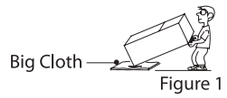

Figure 1
- Put a piece of big cloth under the refrigerator, and lean the refrigerator backwards to remove water from drain pan. (as figure 1)